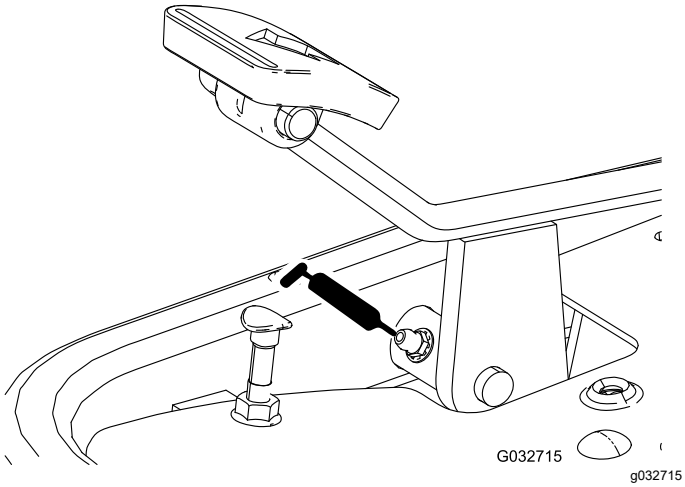

Figure 37
- Pédale de déplacement (Figure 37)